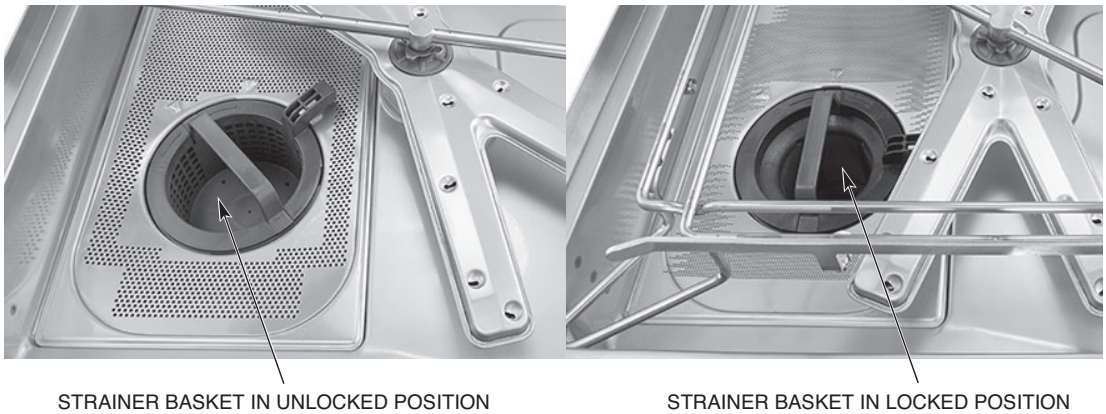

Fig. 19
NOTE: When installing the strainer basket, ensure the basket is in the 'locked' position (Fig. 19).
4. Replace strainer pan and strainer basket in machine and ensure basket is in the locked position (page 22, Fig. 19).